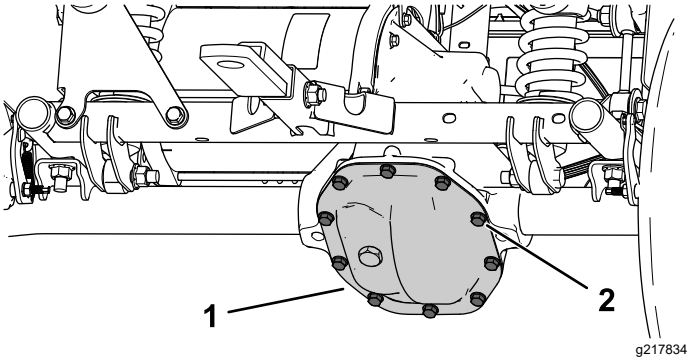

Figura 52
1. Alinhe um recipiente de escoamento com a cobertura da transmissão (Figura 52).
2. Retire os parafusos da cobertura da transmissão e drene completamente o fluido (Figura 52).